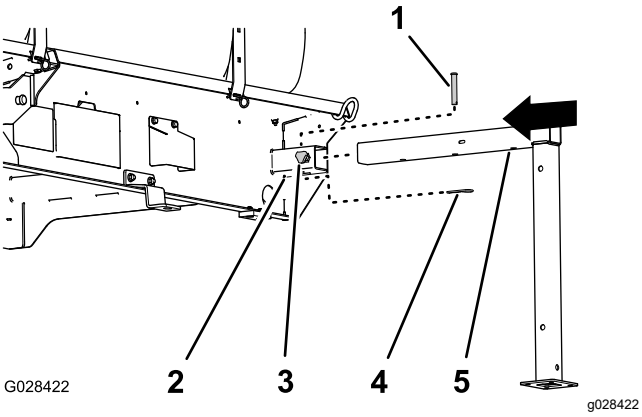

Figure 137
1. Align the front jack stand with the jack stand receiver at the front of the tank (Figure 137).
2. Insert the jack stand into the receiver until the middle hole in the horizontal jack stand tube is aligned with the hole in the top of the receiver (Figure 137).
4. Thread a lock knob into the receiver and tighten the knob by hand (Figure 137).